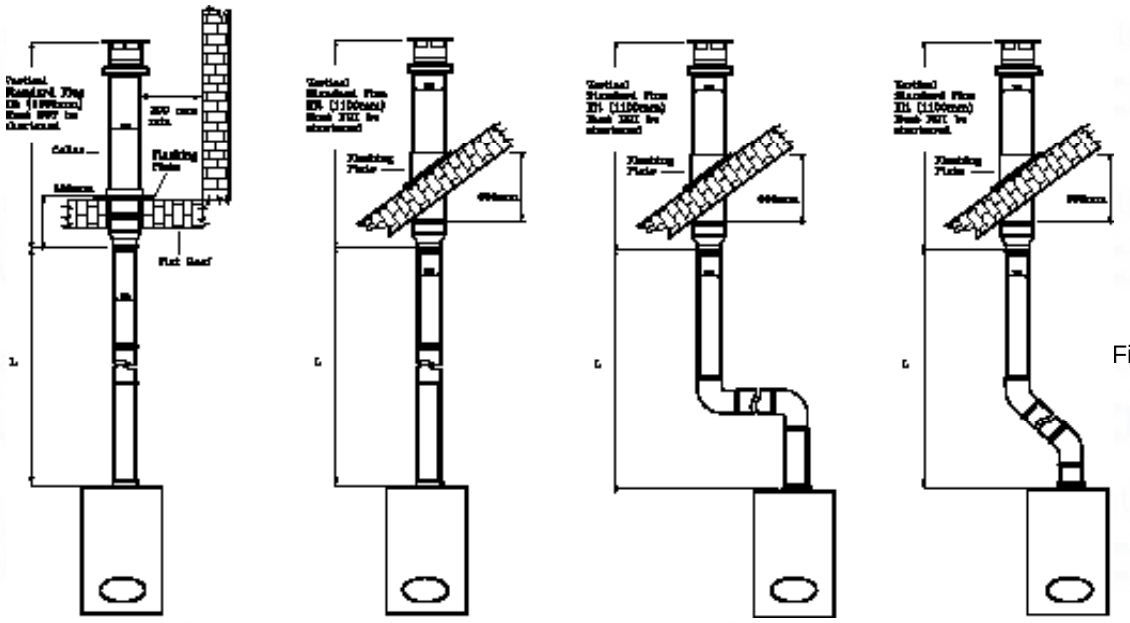

Fig. 21
- Ensure that the maximum permissible flue length is not exceeded (Fig. 21).